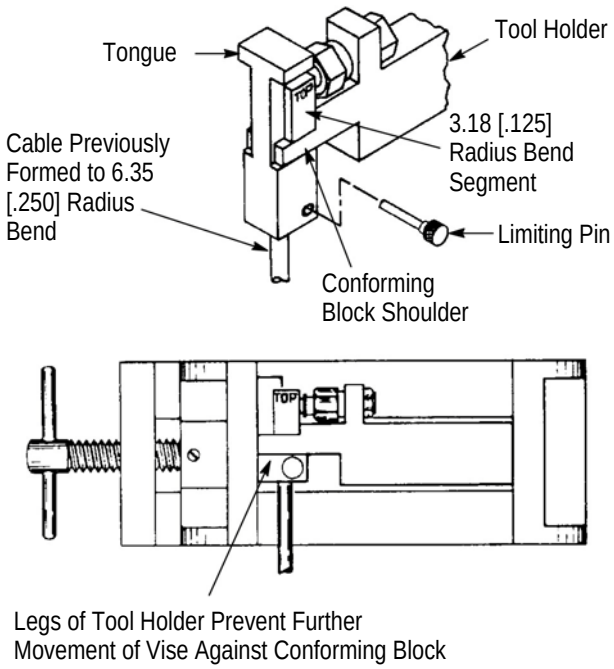

*Figure 16*
(Figure 16)
4. Place the conforming block over the cable with the tongue of the block in the slot of the tool holder, as shown in Figure 16.